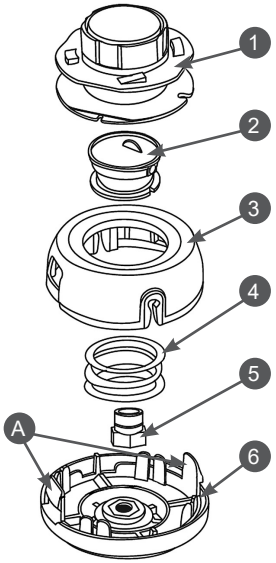

Рис. 16 Конструкция триммерной головки
1. Отожмите защелки А и снимите крышку 3, извлеките катушку 1 (Рис. 16). Удалите остатки корда с катушки. Соберите триммерную головку обратно.
3. Намотайте корд на катушку. Для этого вращайте гайку 2 (Рис. 16) по часовой стрелке, как показано на Рис. 18.